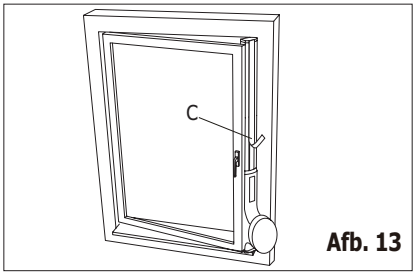

Afb. 13
4. Knip de sierfolie op de bijpassende lengte en plak dit op de uitschuifbare stang (afb. 13).